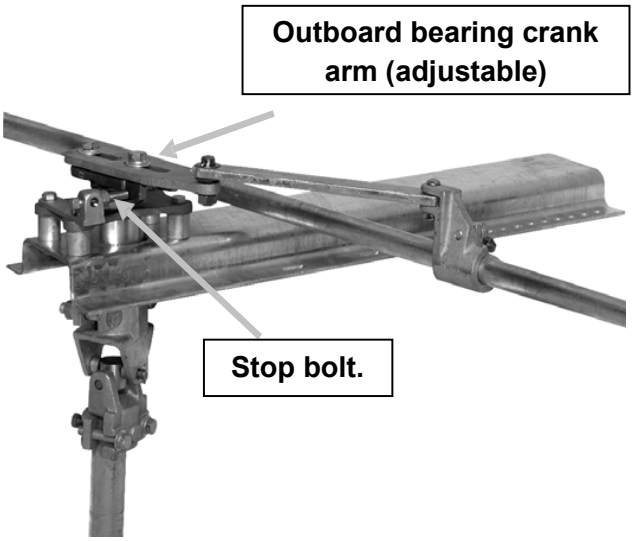

Figure 1 – Checking Switch Toggle Position on S&C Disconnect
4.21.1 Adjust the stop-bolt or crank-arm length as necessary. Refer to the manufacturer’s manual and Figure 1.